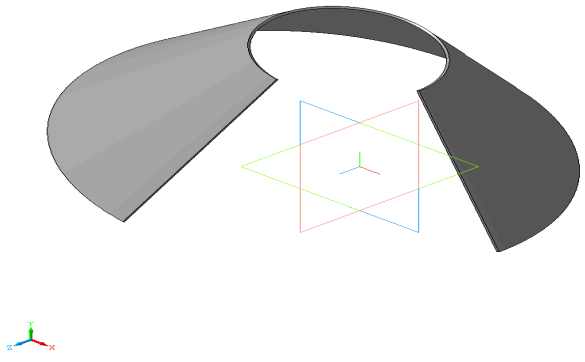

Рис. 3.8. Тело вращения: эскиз Отрезок.
2.3. Создайте объект. Сравните полученный результат с рис. 3.8.